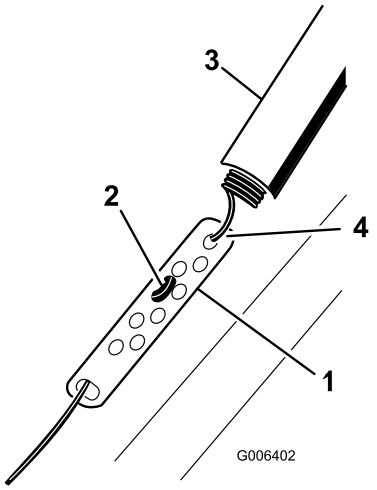

Figure 21
1. Remontez la protection du ressort et décrochez le ressort de la biellette de réglage (Figure 21).
2. Accrochez le raccord en Z à un trou plus haut ou plus bas sur la biellette de réglage de manière à obtenir un espace de 2 à 3 mm (1/16 à ⅛ po) entre la barre de commande et le guidon (Figure 21).